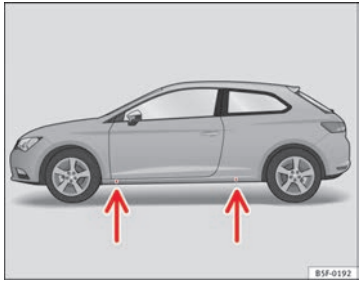

Fig. 128 Crossbar: marks
– Find the support point on the strut (sunken area) closest to the wheel to be changed ⇒ Fig. 128. The jack* support point is behind the mark on the strut.